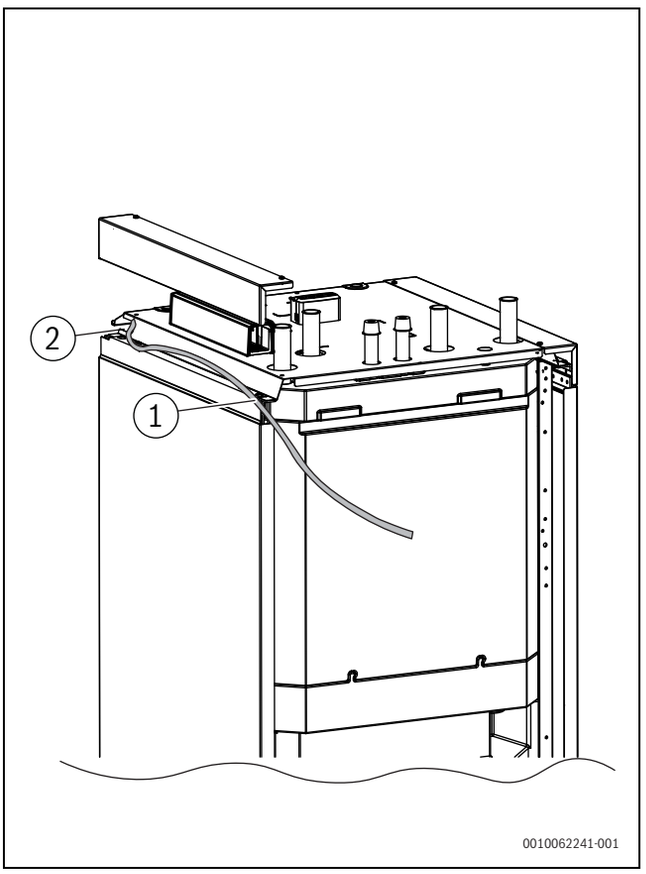

Afb. 36 Kabeldoorvoer in de installatie
- Leid de stuur- en sensorkabels langs de uitsparing (→Afbeelding 36(1)) aan de bovenkant van de behuizing vanaf de achterkant van de installatie naar de opening (2). Zorg ervoor dat de kabels elkaar niet kruisen.